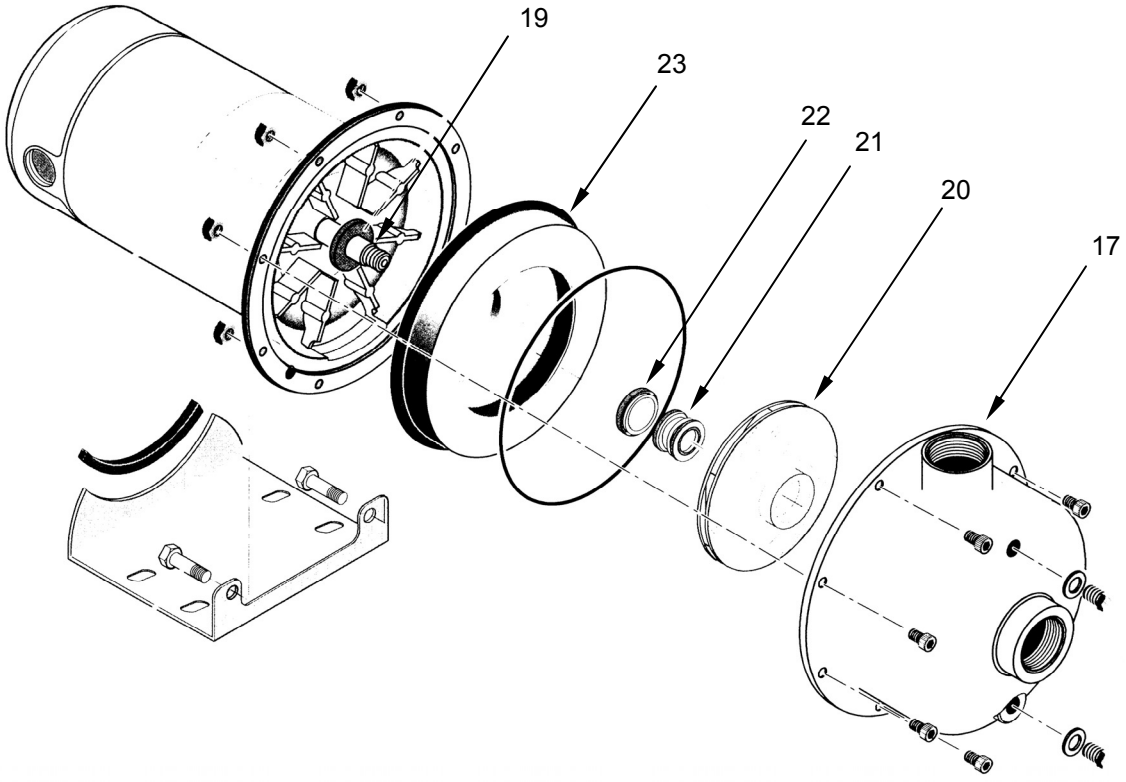

Figure 6. Replace the Pump Seal.
11. Use a wrench to remove the screws retaining the pump casing **(Figure 6, Item 17)**, and remove the pump casing.
12. Remove the impellor **(Figure 6, Item 20)** by unscrewing the impellor from the shaft **(Figure 6, Item 19)**.
13. Remove the seal face **(Figure 6, Item 21)** from the shaft **(Figure 6, Item 19)**.
14. Remove the stationary seal face **(Figure 6, Item 22)** from the seal plate **(Figure 6, Item 23)**.
15. Install the replacement stationary seal face **(Figure 6, Item 22)** into the seal plate **(Figure 6, Item 23)**.
16. Install the replacement seal face **(Figure 6, Item 21)** onto the shaft **(Figure 6, Item 19)**.
17. Install the impellor **(Figure 6, Item 20)**.
18. Install the pump casing **(Figure 6, Item 17)** and retain with screws.